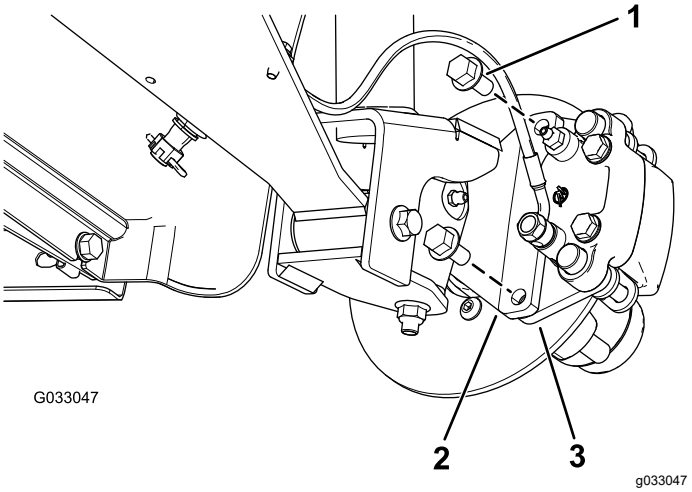
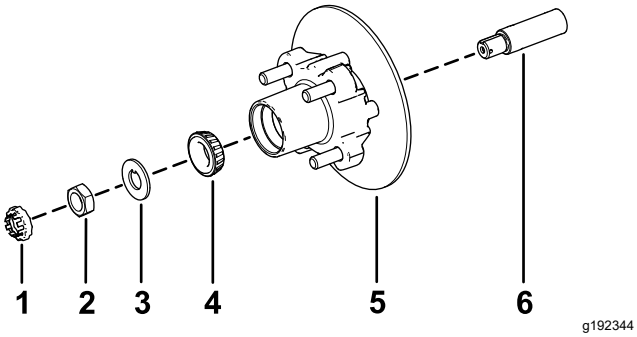

Figur 32
Figur 36
3. Fjern flenshodeboltene (⅜ x ¾ tomme) som fester braketten for bremseenheten til spindelen og skiller bremsen fra spindelen (Figur 32).
1. Påfør et tynt lett lag av det spesifiserte smørefettet på spindelen (Figur 36).
2. Monter nav og rotor på spindelen med rotoren på innsiden (Figur 36).
3. Monter det utvendige lageret på spindelen, og plasser lageret i det utvendige setet (Figur 36).
4. Monter skiven med tapp på spindelen (Figur 36).
5. Skru spindelmutteren på spindelen, og stram mutteren med et moment på 15 Nm mens du roterer navet for å sette lagrene på plass (Figur 36).
2. Innrett bremseklossene på begge sider av rotoren (Figur 32) og hullene i kaliperbraketten med hullene i bremsemonteringen på spindelrammen (Figur 36).
3. Fest kaliperbraketten til spindelrammen (Figur 32) ved hjelp av de to flenshodeboltene (⅜ x ¾ tomme).